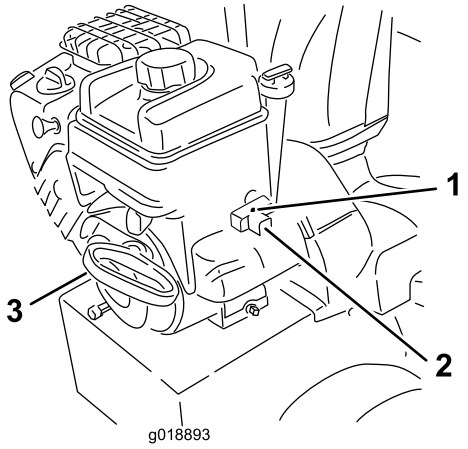

Rysunek 25
7. Uruchom maszynę, ciągnąc za rozrusznik linkowy lub naciskając przycisk rozrusznika elektrycznego (Rysunek 25).